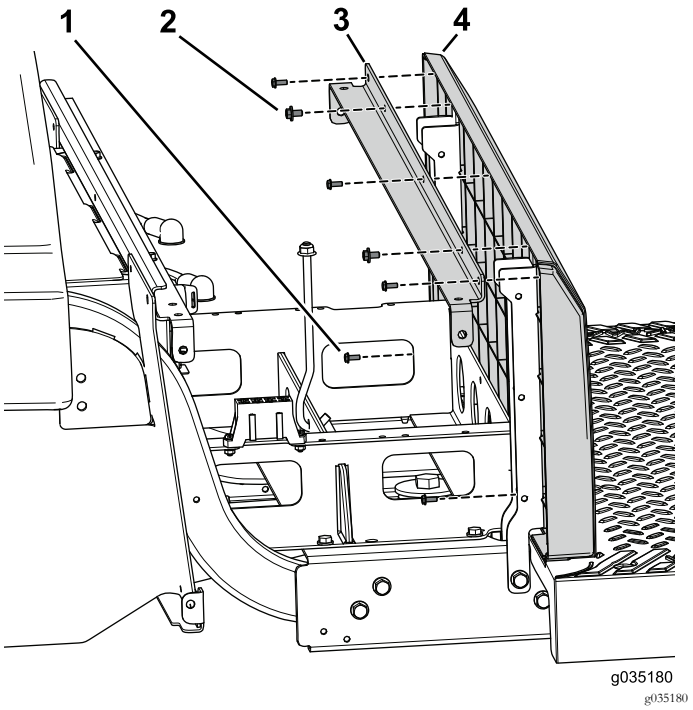

Figura 85
pannello della base del sedile ai supporti del sedile sinistro e destro (Figura 85).
6. Utilizzate le 5 viti (n. 10 x ½") per fissare il pannello posteriore alla staffa di supporto angolare e ai supporti del sedile (Figura 85).